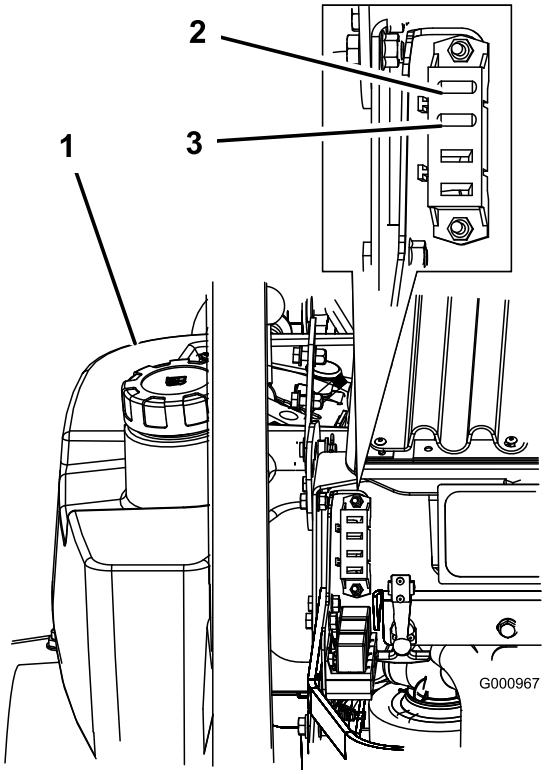

**Figur 46**
1. Løsn motorhjelmen, og hæv den for at få adgang til sikringsholderen (Figur 46).
3. Isæt en ny sikring (Figur 46).